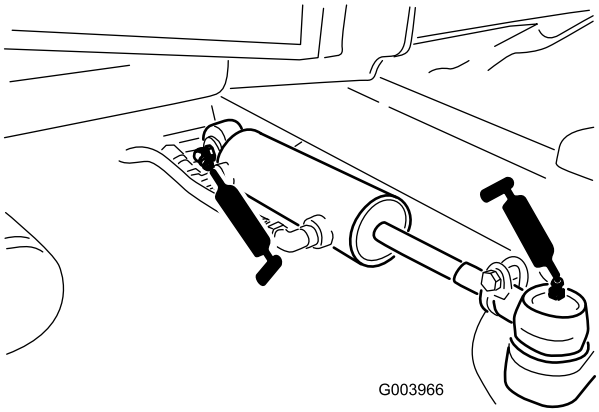

Figur 49
- Styrcylinders kulleder (2) (Figur 49)